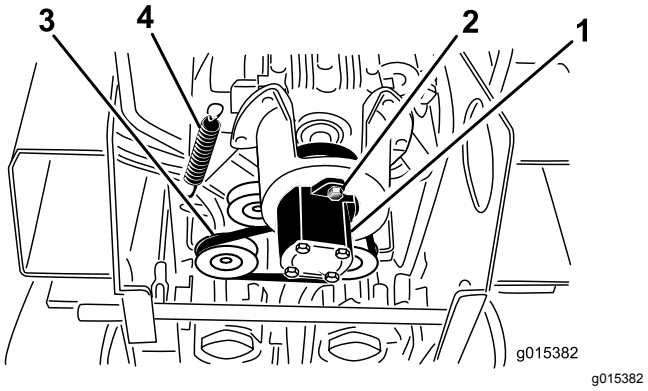

**Figuur 52**
5. Draai de 2 pompbouten los (Figuur 52).
6. Draai de pomp linksom en laat ze van de poelie vallen (Figuur 52).
7. Gebruik een veertrekker (neem contact op met uw erkende servicedealer) een stijve metalen haak om het uiteinde van de spanpoelieveer van de veerbout te trekken en zo de spanning van de riem te nemen (Figuur 52).